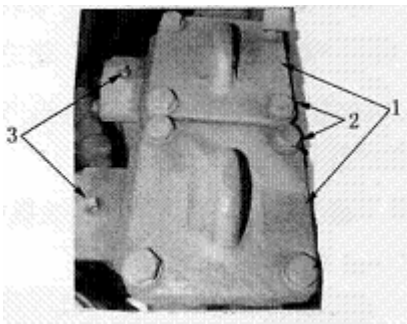

Рис. 5-16
4. Заменить и почистить масляный фильтр (Рис. 5-16)